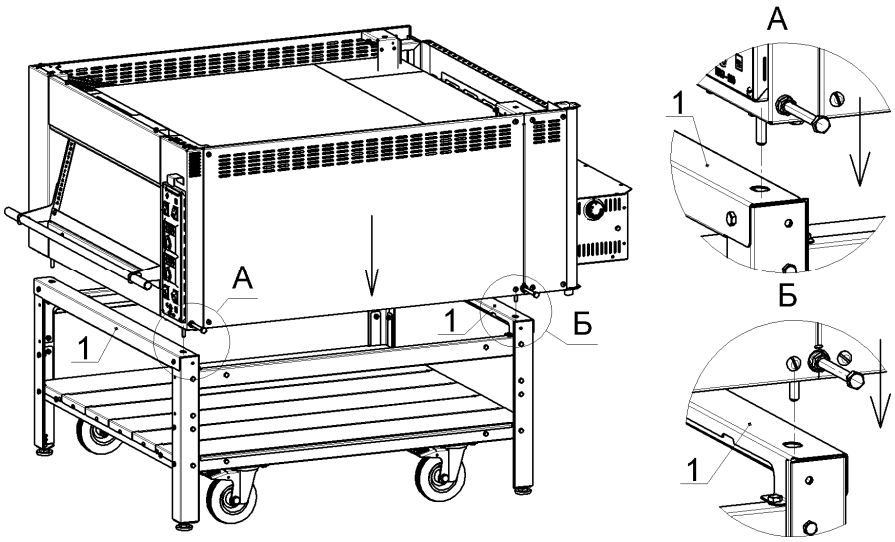

Рис.9
11. Установить нижнюю печь (без крышки) на подставку так, что бы концы 4-х шпилек М8 на углах печи попали в отверстия профилей лицевых, верхних, поз.1 подставки, как показано на рис.9: